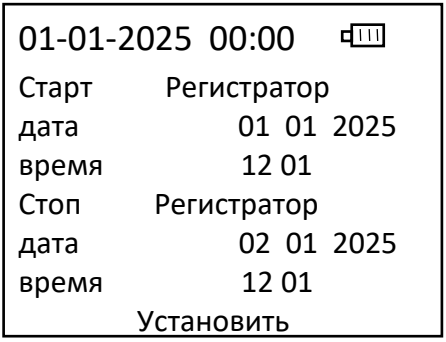

Рисунок 8.7
8.2.2.5 Для запуска регистрации по дате необходимо предварительно установить дату и время начала регистрации и дату и время окончания регистрации. Для этого зайти в меню «Установка даты», далее выбрать пункт «Таймер регистрации», после чего в соответствующих строках установить соответствующие параметры даты и времени, после чего выбрать команду «Установить» (рис. 8.7).